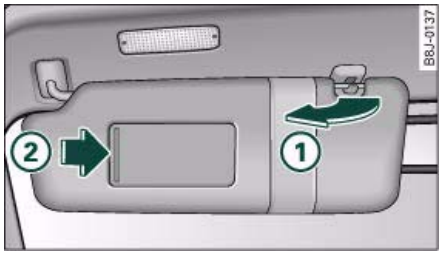

Fig. 64 Passenger's side: Sun visor
The sun visors for the driver and the front passenger can be pulled out of their mountings in the centre of the vehicle and turned towards the doors ⇒ fig. 64 (1). Once the sun visor has been turned towards the door you can pull it towards the rear as desired.